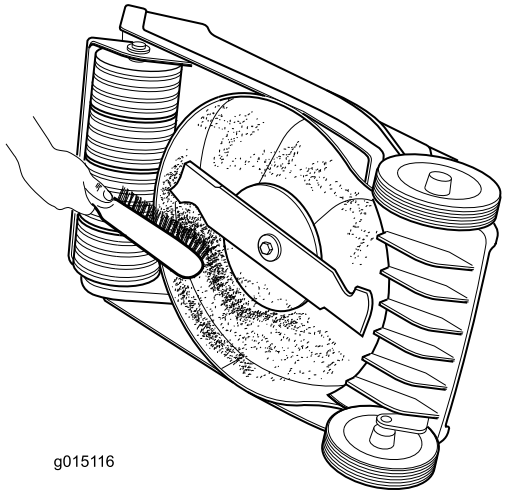

Figur 17
- Rengjør undersiden av maskinhuset. Fjern smuss og gressrester med en treskrape eller -kost (Figur 17).